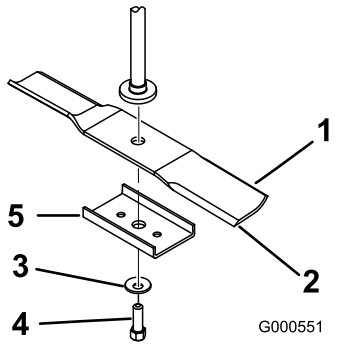

Figuur 56
Pak het uiteinde van het mes vast met een doek of een dikke handschoen. Verwijder de mesbout, de klemring, de mesversteviger en het mes van de spilas (Figuur 56).
1. Monteer het mes op de as (Figuur 56).
2. Monteer de mesversteviger, de klemring (holle kant naar het mes toe) en de mesbout (Figuur 56).